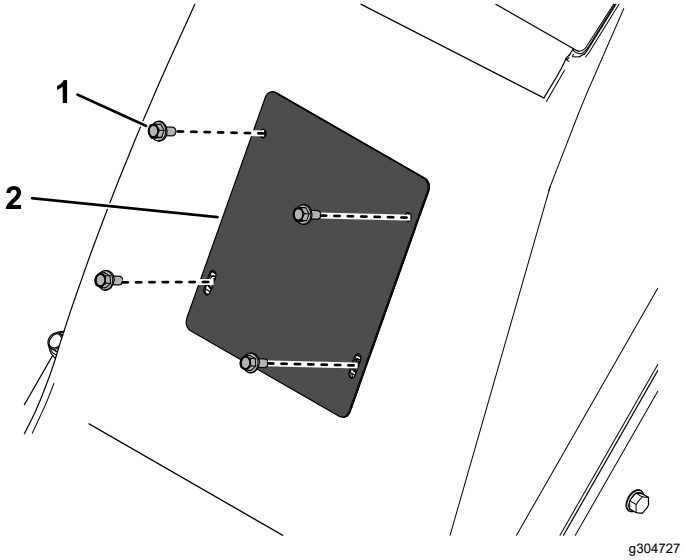

Figura 28
3. Îndepărtai cele 4 uruburi care fixează capacul frontal i scoatei capacul (Figura 28).